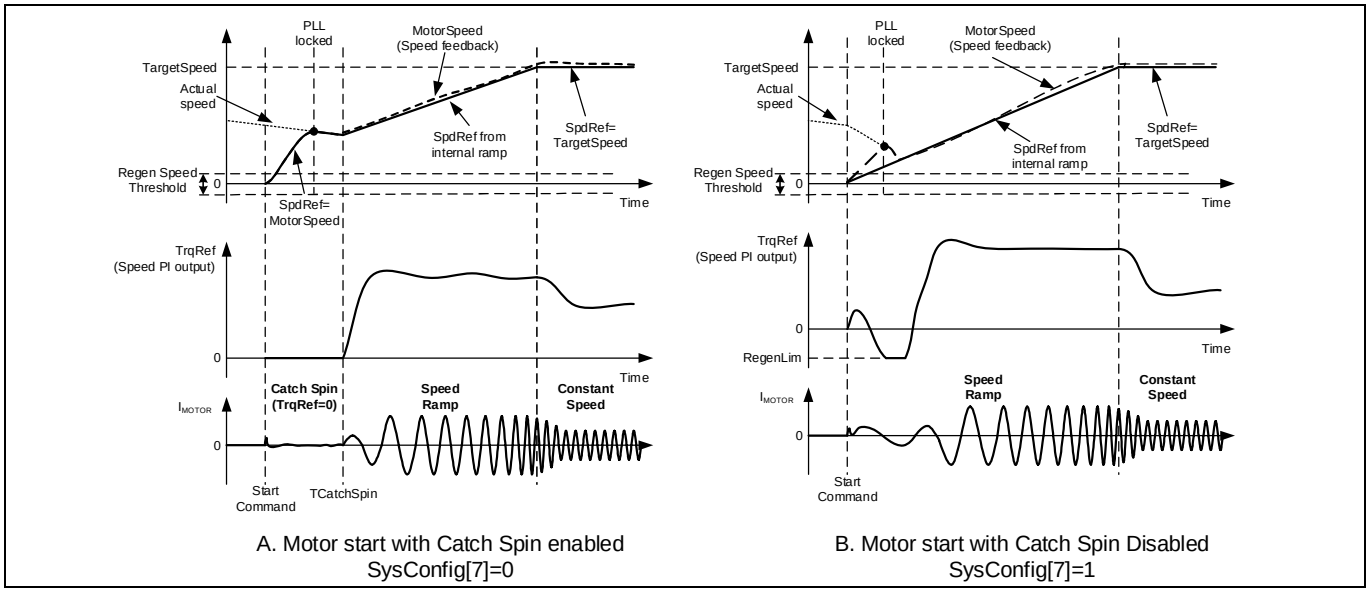

図 28　正回転キャッチスピン - キャッチスピン有効/無効の場合のモータ始動シークエンス
モータが正方向に回転している場合、キャッチスピン動作は「正回転キャッチスピン」となります。図 28 (A)に「正回転キャッチスピン」の一例を示します。この例では、スタートコマンド実行時にモータは正方向に回転しています。キャッチスピン動作中、モータへ電流は印加されません。キャッチスピン時間経過後、磁束 PLL が実際のモータ速度にロックしたと想定して、その時点のモータ速度が初期の参照速度および速度加速の始点となります。モータは基準となる加減速レートに従って加速を続け、設定された目標速度に達します。
タ速度はスムーズに加減速しない場合があります。図 28 (B)に示すように、スタートコマンド実行後、実際のモータ速度は参照速度('SpdRef'変数)より大きくなっています。従って、モータは速度参照('SpdRef'変数)に従うように減速します(回生ブレーキを使用)。モータ速度が回生速度閾値('RegenSpdThr'変数)よりも大きい場合、モータが減速するために注入される負のトルクは、'RegenLim'パラメータの値に制限されます。モータが速度参照と一致したら、モータは基準となる加減速レートに従って加速を開始し、設定された目標速度に達します。